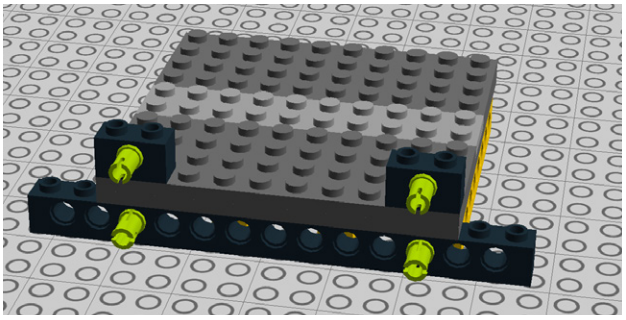

Figure 5-13. *Step 6: Inserting the pegs*
6. Add two connector pegs with cross-axles and two standard black connector pegs as shown in Figure 5-13.